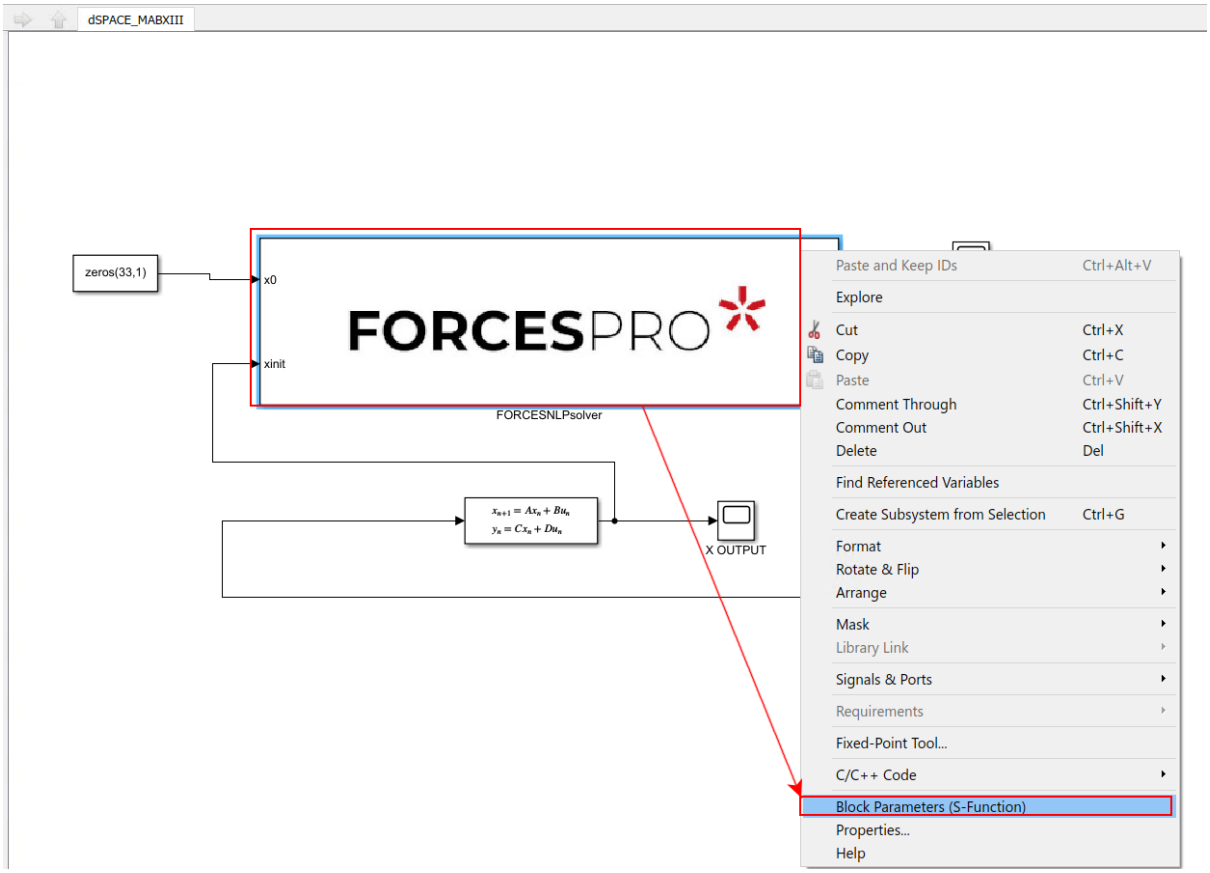

Figure 10.42: Open the FORCES PRO block’s parameters.
13) Access the FORCES PRO block's parameters (see Figure 10.42).